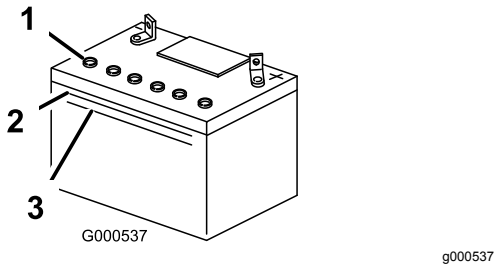

Figur 42
3. Titta på sidan av batteriet. Elektrolyten måste nå upp till den **övre** linjen (Figur 42). Låt inte elektrolyten sjunka under den nedre linjen (Figur 42).
5. Ta bort luftarlocken från batteriet (Figur 42).
6. Häll långsamt destillerat vatten i varje battericell tills elektrolytnivån når upp till batterilådans övre linje (Figur 42).
7. Vänta 5 till 10 minuter efter att battericellerna fyllts på. Häll destillerat vatten, om det behövs, i varje battericell tills elektrolytnivån är vid batterilådans övre linje (Figur 42).